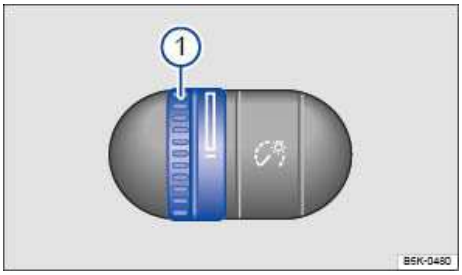

Fig. 84 To the left of the steering wheel: Thumbwheel to adjust instrument panel lighting 1.
When the lights are on, the brightness of the instrument panel lighting is adjusted by turning the thumbwheel ⇒ fig. 84 (1).